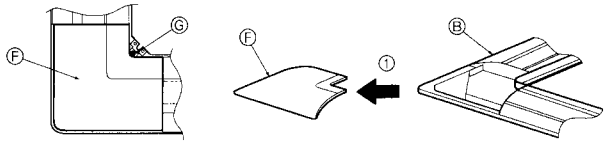

Fig. 10-4
10.2.2. Removing the corner panel (Fig. 10-4)
- Remove the screw from the corner of the corner panel. Slide the corner panel as indicated by the arrow ① to remove the corner panel.